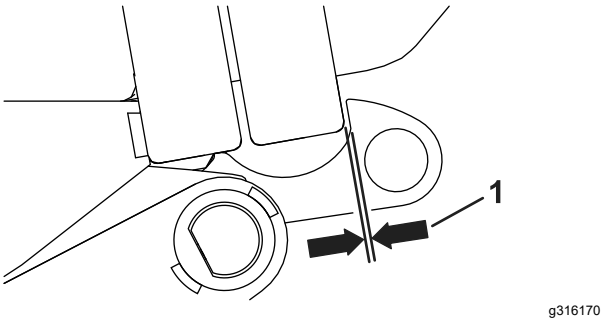

Figura 5
4. Compruebe el espacio entre el gancho y la puerta cerrada de la tolva. El espacio debe ser de 2 mm; ajústelo si es necesario (Figura 5).